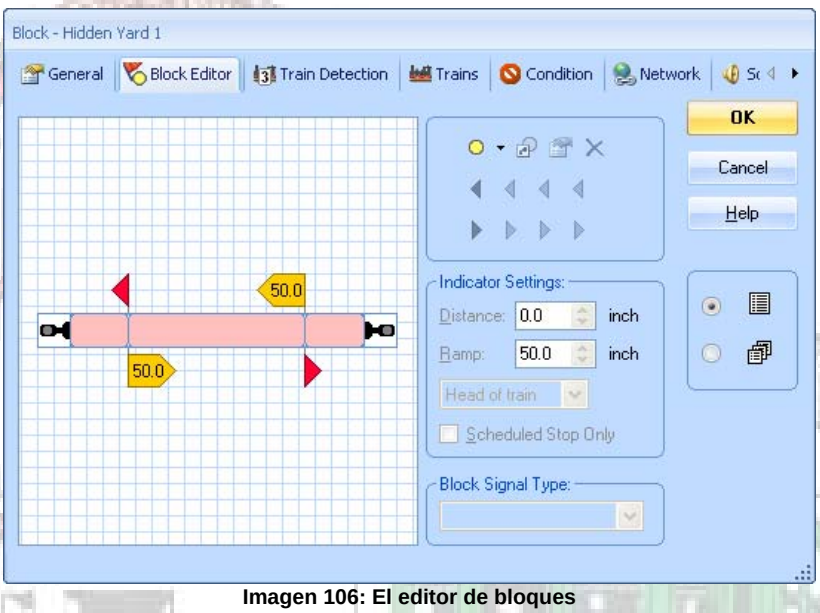

Imagen 106: El editor de bloques
Para establecer un bloque, se crean y asignan al bloque *símbolos indicadores de contacto,* que representan a los sensores de vía situados en este bloque. Esto se realiza en la pestaña *Block Editor* (Imagen 106). Si se enciende al menos uno de los indicadores contenidos en un bloque, se supone que el bloque está ocupado. Las posiciones reales de maqueta de los sensores asignados al bloque determinan también la ubicación del bloque en su maqueta ferroviaria.
- Aunque es posible asignar a un bloque símbolos indicadores que ya están contenidos en otras ventanas, esta característica se proporciona principalmente por razones de compatibilidad con versiones de software anteriores o para fines muy específicos. Normalmente se debe crear un símbolo de indicador para un bloque con el editor de bloques visualizado en la Imagen 106.